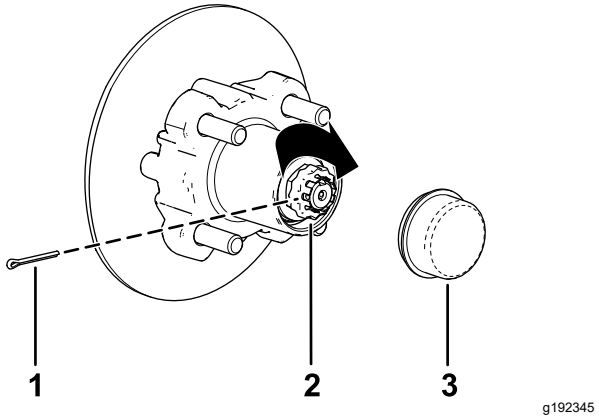

Figura 39
8. Coloque el retenedor sobre la tuerca y compruebe la alineación de la ranura del retenedor y el orificio de la chaveta de la mangueta (Figura 39).
9. Instale la chaveta y doble las patas alrededor del retenedor (Figura 39).
10. Instale el tapón guardapolvo sobre el cubo (Figura 39).